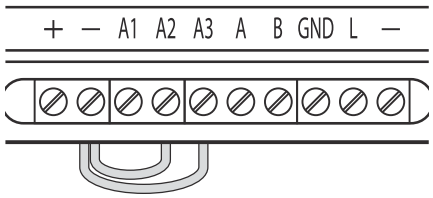

Fig. 38
2. Short out the auxiliary terminals **A2** and **A3** to the **-** terminal with a piece of link wire, see **Fig.38**.